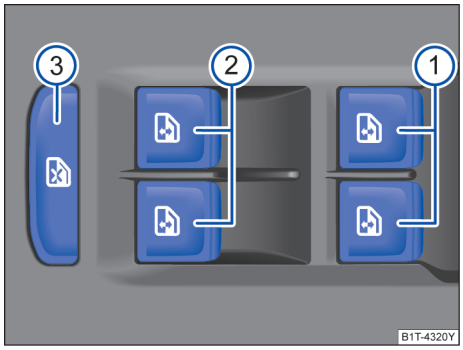

图 71 在驾驶员侧车门内：前部和后部车窗升降器的按钮
→图 71 的图例：
：安全按钮→图 71③ 停用后门车窗控制按钮。这时按钮中的黄色指示灯亮起。